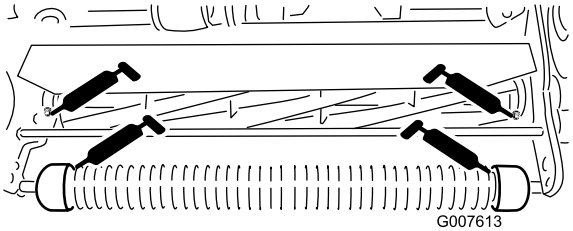

Rysunek 18
- 2 na przedniej rolce (Rysunek 18)
- 2 na tylnych łożyskach (Rysunek 18)